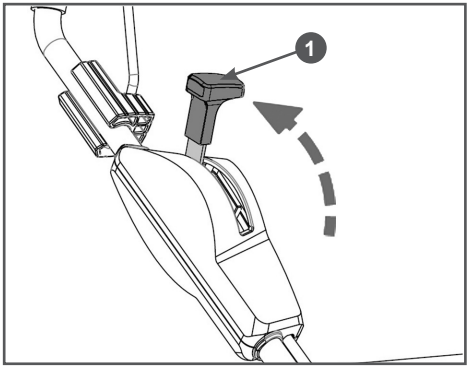

Рис. 14 Рычаг переключения положений рабочего валика
Перед запуском двигателя убедитесь, что рычаг переключения положений рабочего валика установлен в верхнем (транспортном) положении (Рис. 14). В противном случае скарификатор может начать движение, что может привести к травме, так как рабочий валик начинает вращаться сразу же после запуска двигателя.
2. Переведите рычаг переключения положений рабочего валика в верхнее (транспортное) положение (Рис. 14).